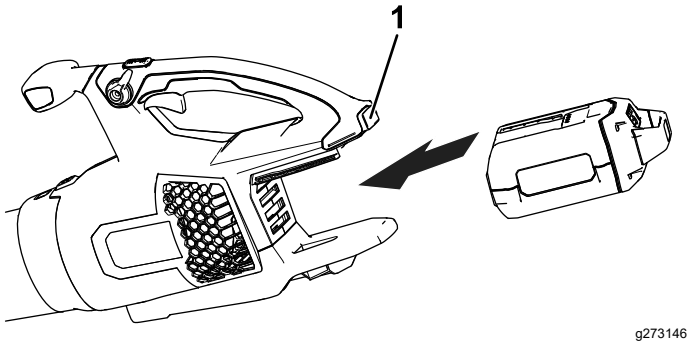

**Figure 6**
2. Alignez le creux de la batterie sur la languette du corps du manche (Figure 6).